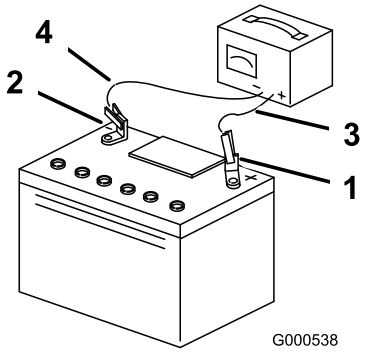

Figur 45
4. När batteriet är fulladdat ska laddaren kopplas bort från eluttaget, och sedan ska laddningskablarna kopplas bort från batteripolerna (Figur 45).